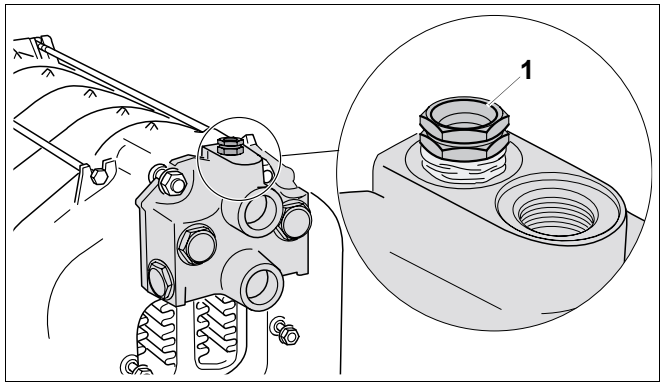

Рис. 23 Установка гильзы для датчиков
- Заглушить подающую и обратную линии (воздушник установить на фитинге Rp ¾ (➔ рис. 23).